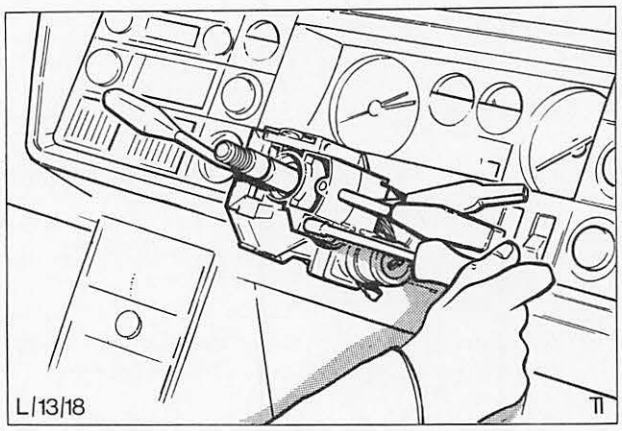

Abb. 20 Licht- und Wischerschalter an der Lenksäule anbringen
29. Mehrfachstecker an Blinkerschalter, Licht- und Wischerschalter anschließen. Licht- und Wischerschalter an der Lenksäule befestigen, Abb. 20. Mehrfachstecker und Halteschlaufe wieder anbringen. Massekabel anschließen.